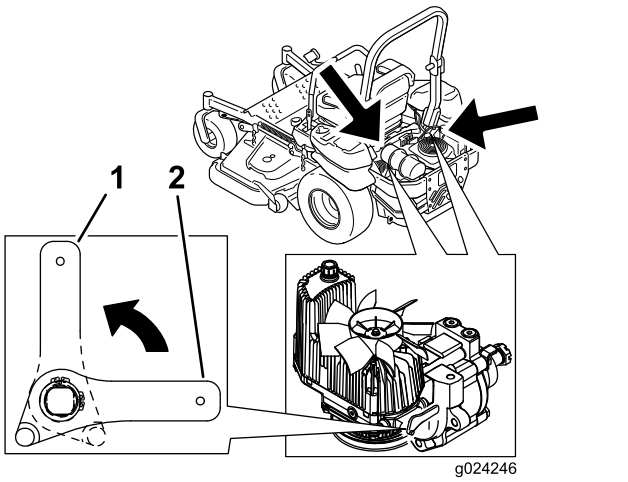

Figuur 32
2. Draai de vrijgavehendels verticaal om de machine te duwen (Figuur 32).
4. Draai de vrijgavehendels horizontaal om de machine te gebruiken (Figuur 32).